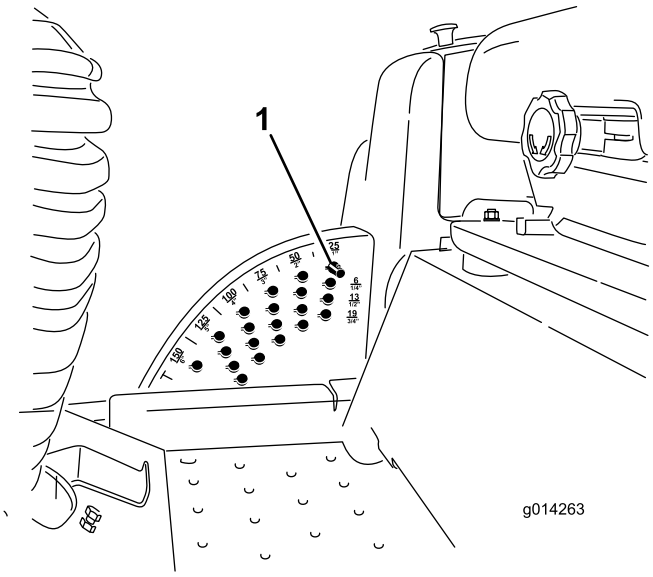

Figur 16
Bemærk: Plæneklipperskjoldet kan låses fast i den hævede position ved at hæve det til en position, der er højere end 15 cm, udtage stopstiften, der begrænser klippehøjden (se afsnittet Justering af klippehøjden) og placere stiften i den position, der giver en klippehøjde på 15 cm (Figur 16).
1. Mens motoren er i gang, trykkes der bagud på skjoldets løftekontakt, indtil plæneklipperskjoldet er hævet helt. **Slip derefter kontakten straks** (Figur 16).
2. Juster ved at dreje stopstiften, indtil tappen på den er ud for hakkene i hullerne i beslaget til justering af klippehøjden, og afmonter den (Figur 16).
3. Vælg det hul i klippehøjdebeslaget, som svarer til den ønskede klippehøjde, isæt stiften, og drej den nedad for at låse den fast (Figur 16).
Bemærk: Der er fire rækker hulpositioner (Figur 16). Den øverste række giver den klippehøjde, der er anført over stiften. Den anden række fra oven giver den højde, der er anført, plus 6 mm. Den tredje række fra oven giver den højde, der er anført, plus 12 mm. Den nederste række giver den højde, der er anført, plus 18 mm. Til højdepositionen på 15,8 cm er det kun ét hul, og det sidder i anden række fra oven. Her lægges der ikke 6 mm til højdepositionen på 15,8 cm.